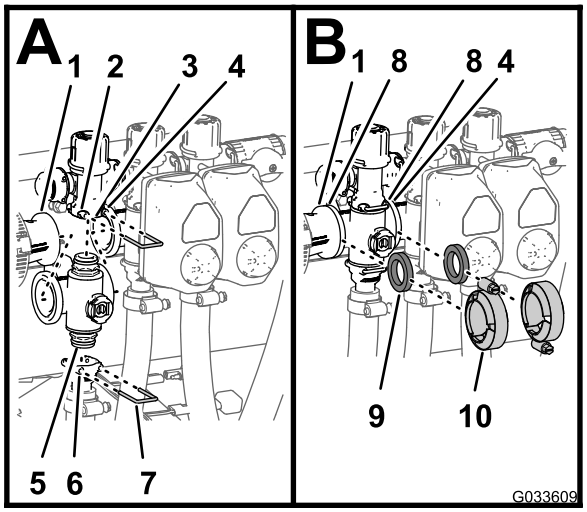

**Figur 131**
1. Sett den øvre kappkoblingen på manifoldventilen inn i omløpskoblingen (Figur 131 A).
2. Fest kappkoblingen til omløpskoblingen ved å sette en holder i sokkelen på omløpskoblingen (Figur 131 A).
3. Fest uttaksnippelen på den nedre kappkoblingen på manifoldventilen (Figur 131 A).